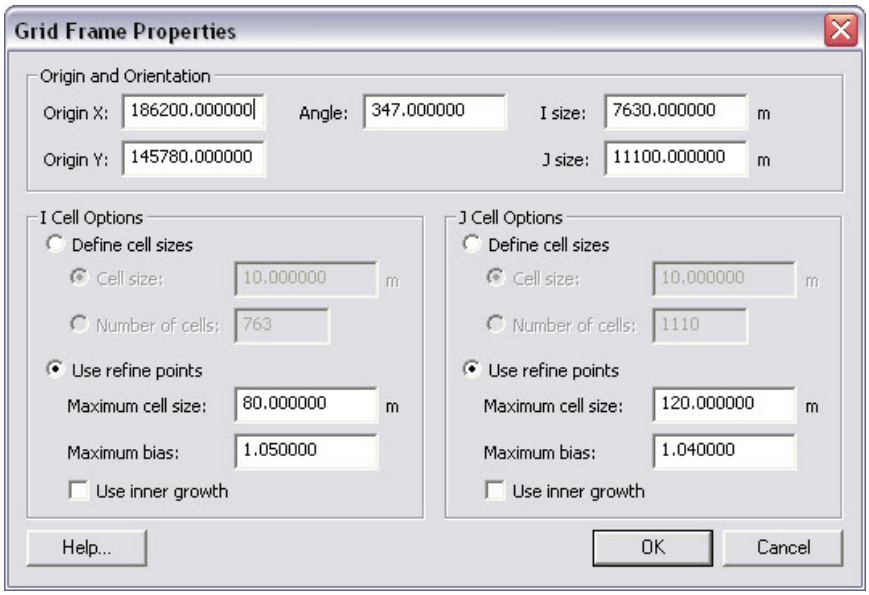

Figure 5. *Grid Frame Properties*.
4. Rt-click the highlighted center button and click *Properties* to further modify the dimensions of the grid boundary (Figure 5),